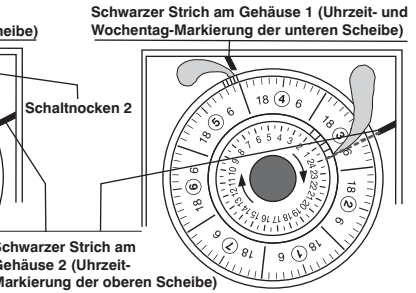

Abb. 3 Version mit Tages- und Wochenprogramm
- Die **UNTERE SCHEIBE** (Wochenprogramm) **im Uhrzeigersinn** drehen, bis die 24-Uhr-Marke (null Uhr) des **AKTUELLEN WOCHENTAGS** (1=Montag, 2=Dienstag...) am **schwarzen Strich auf dem Gehäuse 1** neben dem Schaltnocken 1 steht. *Die zwei Scheiben sind danach synchronisiert.* **Hinweis:** In Abb. 3 ist die untere Scheibe (Wochenprogramm) beispielsweise auf die 24-Uhr-Stellung (null Uhr) von Tag 5 = Freitag eingestellt.